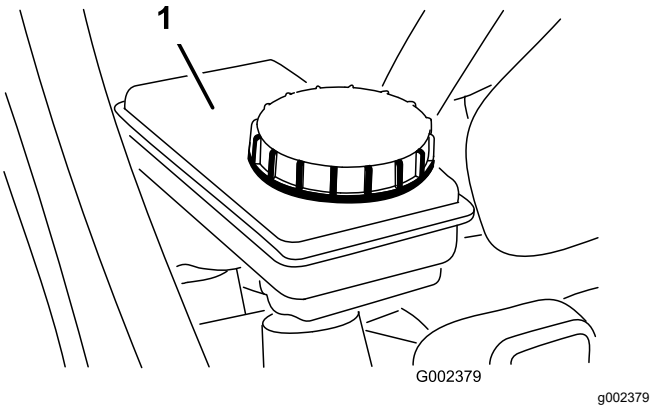

Figuur 58
5. Controleer of het vloeistofpeil tot aan de Vol-markering op het reservoir reikt (Figuur 58).
6. Als het vloeistofpeil te laag is, moet u de omgeving van de dop reinigen, de dop verwijderen en het reservoir vullen met de voorgeschreven remvloeistof tot het correcte niveau bereikt is (Figuur 58).